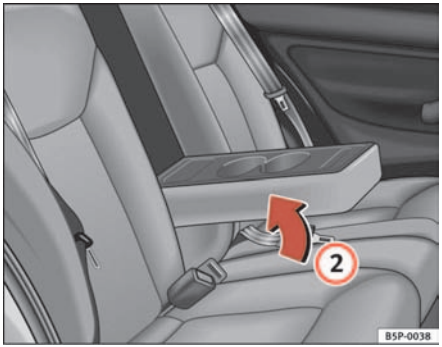

Fig. 108 Rear armrest/drink holder ▶
– To close, lift the Drink holder* / armrest* in the direction of the arrow ⇒ page 138, fig. 108 (2).